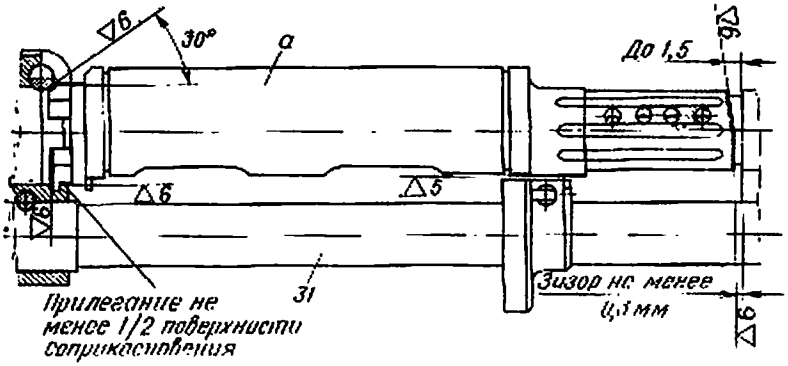

Рис. 46. Подгонка ствольной накладки в сборе:
1. Подобрать ствольную накладку в сборе по месту. При необходимости опилить передний торец основания ствольной накладки с образованием скоса на верхней половине основания (рис. 46) так, чтобы она свободно заходила на место. После опиловки переднего торца основания ствольной накладки острые ребра по контуру притушить.
2. Опилить задний торец зацепа основания ствольной накладки так, чтобы он входил в паз прицельной колодки и чтобы при открытой чеке не было продольного перемещения ствольной накладки в сборе. Прилегание опорной плоскости основания ствольной накладки к опорной плоскости прицельной колодки должно быть не менее половины поверхности соприкосновения, а зазор между буртиком газовой каморы и передним торцом основания должен быть в нижней половине не менее 0,3 *мм* и в верхней половине до 1,5 *мм* (рис. 46).